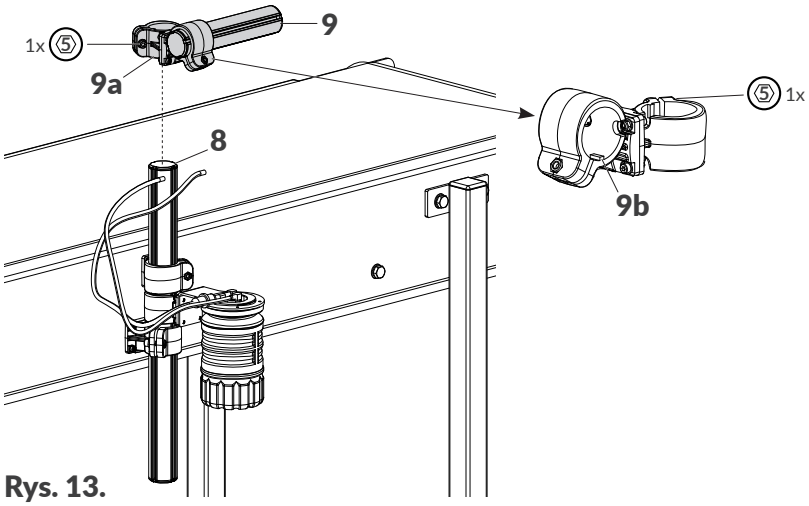

Rys. 13.
5. Zamontuj statyw drukarki **9** z uchwytem przegubowym **9a** na statywie głównym **8** (patrz ***Rys. 13***). Za pomocą kątowego klucza imbusowego o rozmiarze **5** dokręć odpowiedni wkręt wchodzący w skład uchwytu **9a**, zaciskając uchwyt na statywie głównym **8**.
W trakcie instalacji drukarki zwróć uwagę na prawidłowe umieszczenie płetw **9b** (patrz ***Rys. 13***) uchwytów w nacięciach wzdłużnych statywów.